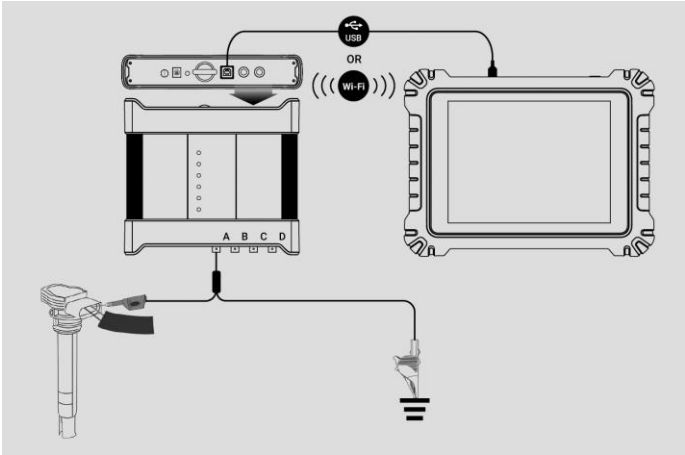

Figure 1-1 ***Sample Connection Diagram***
1. Insert the applicable test lead or probe terminal ends into the input channel(s) to complete the connection (refer to ***Figure 1-1***).